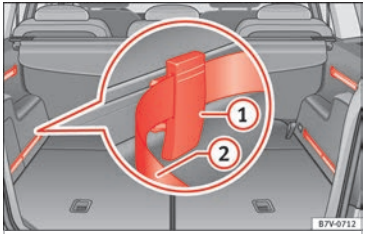

Fig. 94 In the luggage compartment: system including rails, adjustable attachment elements (1) and adjustable tightening straps (2).
- Fit the attachment element with the ruts facing upwards ››› **Fig. 94** (1) to the upper part of the guide and press downwards.